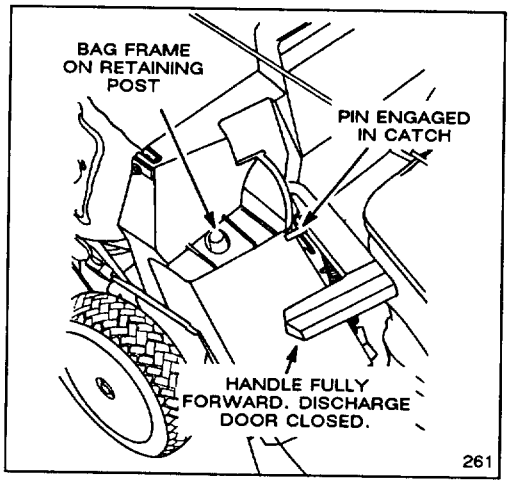

Figure 14
2. Ensure discharge door handle is fully forward and pin is engaged in catch (Fig. 14).
3. INSTALLING BAG—Slide hole in bag frame onto retaining post on housing (Fig. 14) and set rear of bag frame onto lower handle.
5. EMPTYING BAG—Stop engine and wait for all parts to stop. Raise discharge door handle and move it forward to engage the locking pin with catch (Fig. 14). Grasp handle at front and rear of bag and lift bag off mower. Gradually tip bag forward to empty clippings.